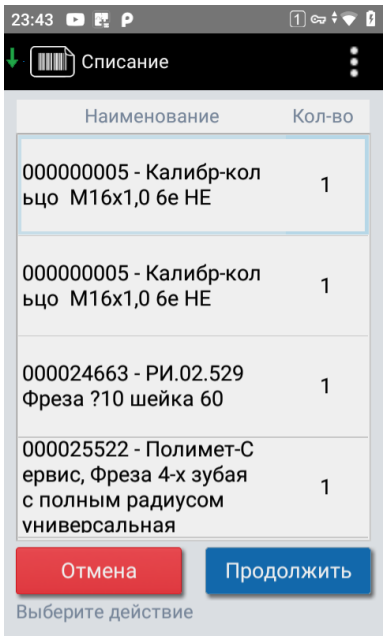

Рисунок 59. Содержимое ячейки списания
2. Считайте ШК ячейки ремонта или списания. Откроется её содержимое (см. Рисунок 59). Нажмите «Продолжить» – передаётся всё содержимое ячейки.